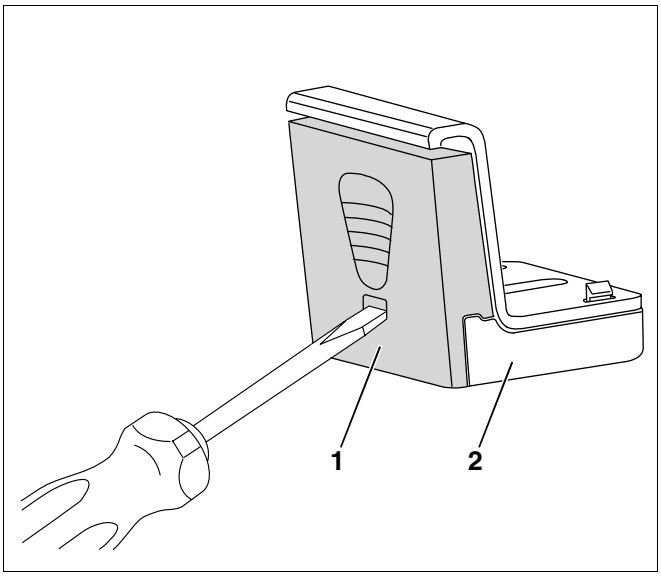
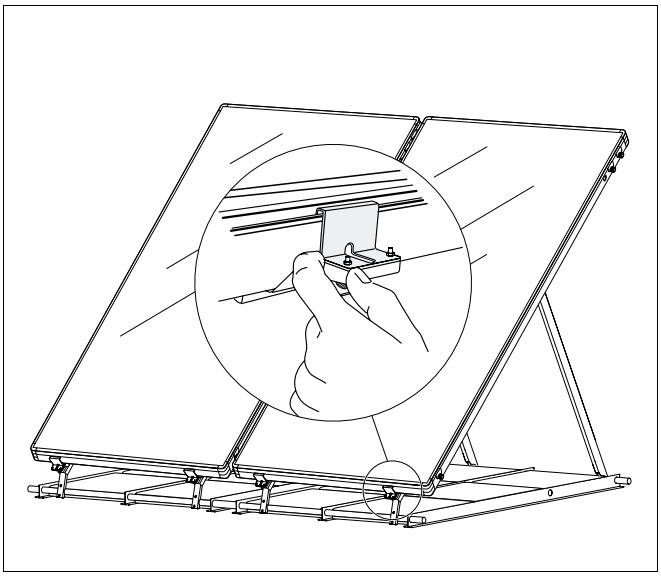
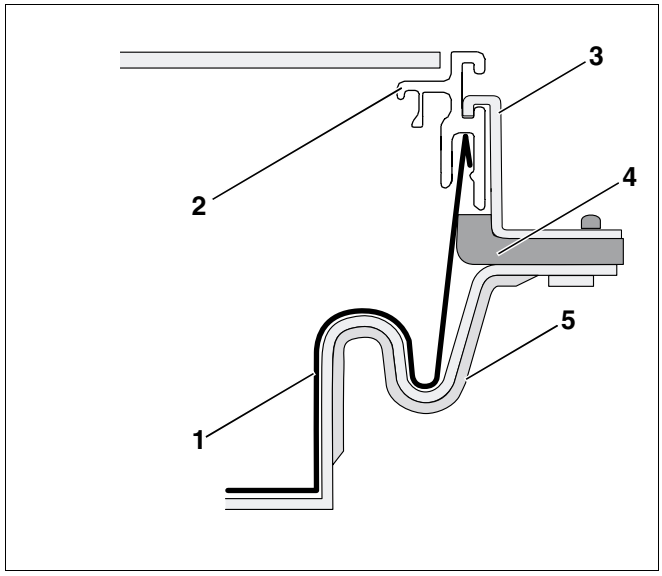

Afb. 59 Afstandsschragen losmaken
Afb. 60 Collectoren fixeren
Afb. 61 Schema aangebrachte collectorklemmen
- Hef de kunststof bovendelen (afb. 59, **pos. 1**) van de afstandsschragen voor de collectorhouders er met een schroevendraaier of een sleutel voor cylinderkopschroeven uit.
Voor de montage van de SKS-collectoren heeft u enkel de kunststof onderdelen (afb. 59, **pos. 2**) van de afstandsschragen nodig. Die ondersteunen de collectorkader (afb. 61, pagina 51).
- Kantel de afstandsschragen lichtjes naar voren en plaats de collectorklemmen in de nok van de collectorkader (afb. 60 en afb. 61, pagina 51).